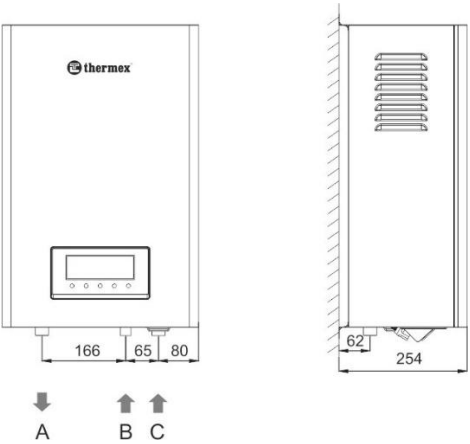

Рис. 7. Присоединительные размеры
7.3.3 Подсоединение труб (Рис. 7)